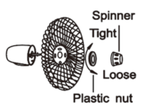

Fig 1
- Screw on the plastic nut (clockwise) securing the fan guard on the head unit (see Fig.1).